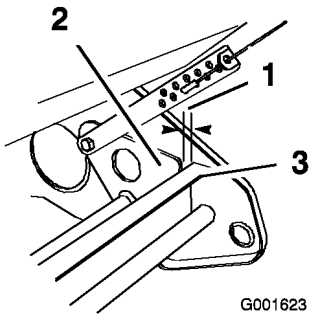

Figure 23
2. Vérifiez que l'écart entre la plaque de pivot et le cadre de roue est compris entre 0 et 3 mm (0 à 1/8 pouce) (Figure 23).